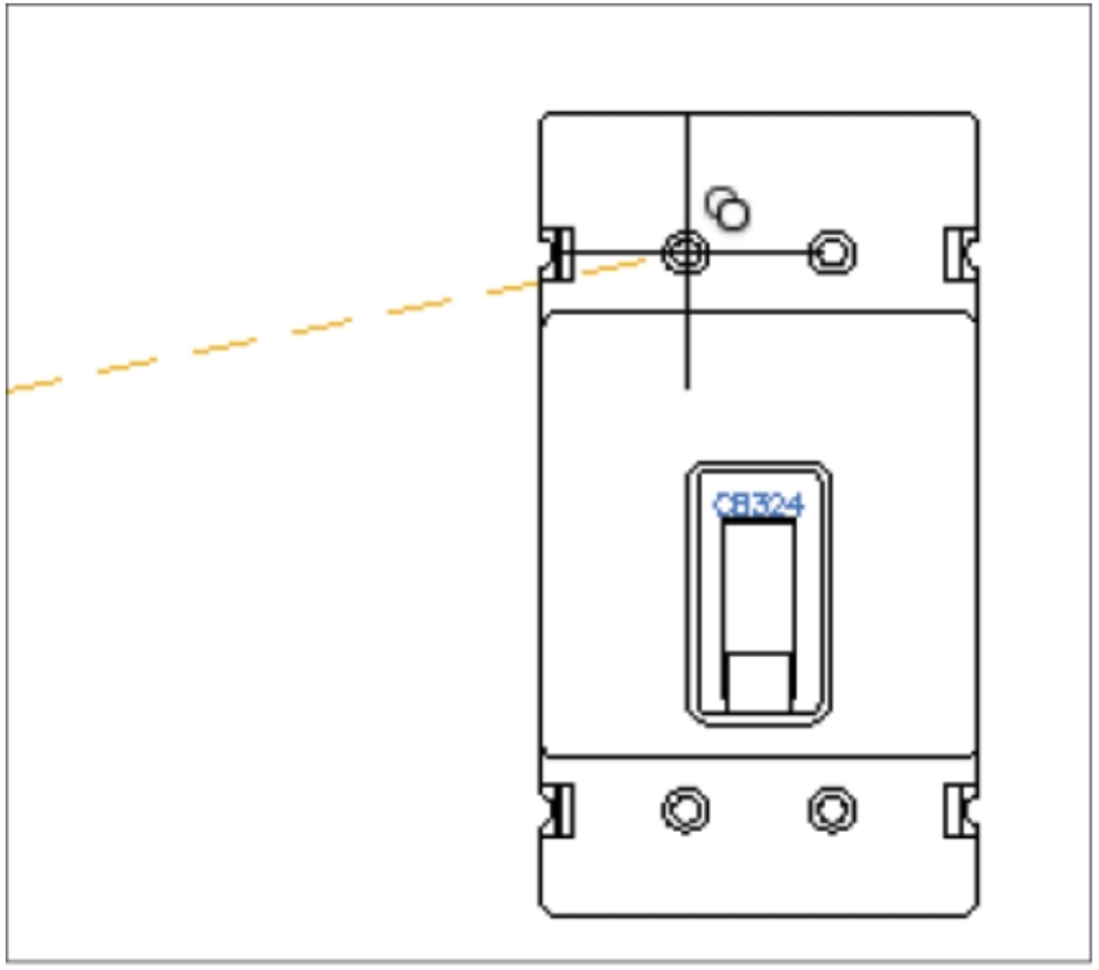

Figure-54. Copied footprint
- Select desired component. Its footprint will get attached to the cursor; refer to Figure-54.